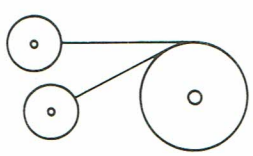

Fig. 2.11
- Enrouler les deux courroies pratiquement en entier sur les poulies, l'enroulement se faisant sur la gauche (vu de la position de fonctionnement des poulies) voir Fig.2.11